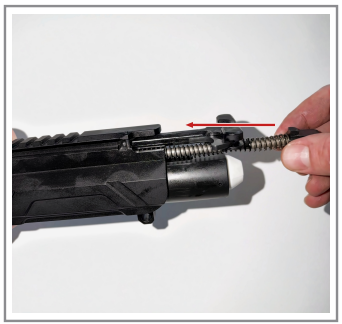

Fig. 2 Removing the bolt
8. Remove the bolt. Pay attention to how the bolt fits into the receiver (Fig. 2).
To reassemble the TUSK9, follow the steps above in reverse order: install the thread protector and handguard, install the bolt (note how it fits into the receiver, Fig. 2), install the guide rod and recoil spring, close the upper receiver onto the lower receiver and push in the pivot pin and the rear takedown pin, and reinstall any brace or stock.